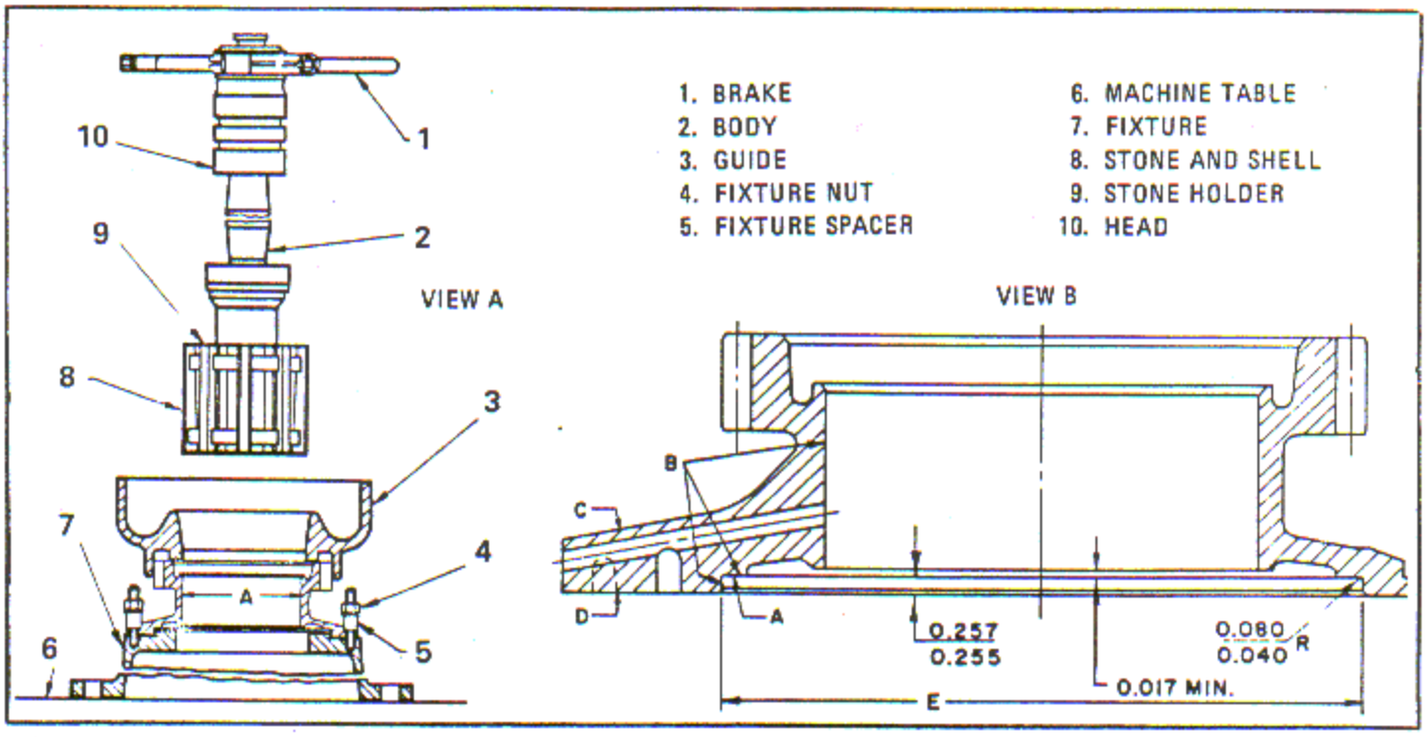

Figure 6-64. Honing Bore and Reconditioning Stationary Reduction Gear
b. Fasten stationary reduction gear to a suitable fixture (7, figure 6-64) with two fixture spacers (5) and nuts (4) as shown. Indicate ID of gear to be square, true and concentric to honing machine spindle within 0.002 inch. Clamp fixture to machine table (6).
c. Place a suitable guide (3) on reduction gear as shown.
d. Assemble head (10) and brake (1), body (2), holder (9), and stone and shell (8). Attach this assembly to machine spindle and adjust to run at approximately 89 rpm. Hone diameter A to clean up only. Maximum diameter is 4.832 inches. Obtain an 8 microinch rms or better finish. Use kerosene, Federal Specification VV-K-211, as a lubricant.
c. Maintain the 0.255 - 0.257 inch dimension given in figure 6-64. Refer to paragraph 6-287 for rework instructions.
a. Grind flange face to maintain a smooth, flat surface. Refer to paragraph 6-287 to determine if enough material may be removed from surface A of figure 6-64, view B, to obtain the required 0.255 - 0.257 inch dimension shown.
a. Check surface C for vibro-peening numerals indicative of previous grinding of surface A, figure 6-64, view B. If previous rework is indicated, determine maximum amount of additional material which can be removed. Total accumulated material removed from surface A shall not exceed 0.003 inch.